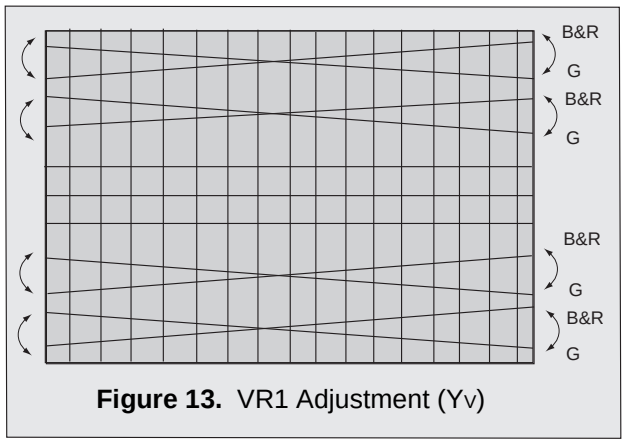

Figure 13. VR1 Adjustment (Y_V)
3. With a driver adjust VR1 (located in deflection yoke board Fig. 19) to obtain a proper corvergence at top and bottom of the screen (See Fig. 13)